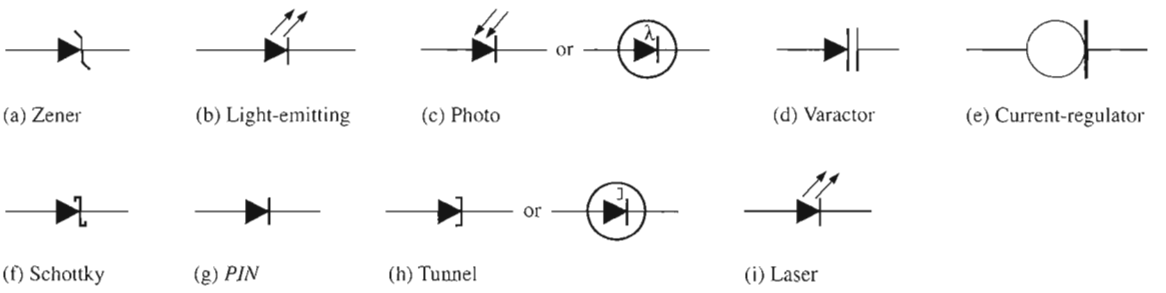

FIGURE 3–57
- A summary of special-purpose diode symbols is given in Figure 3–57.